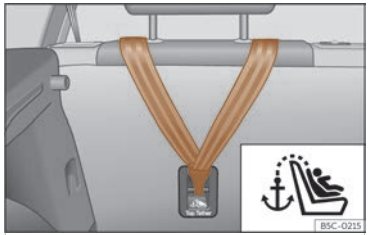
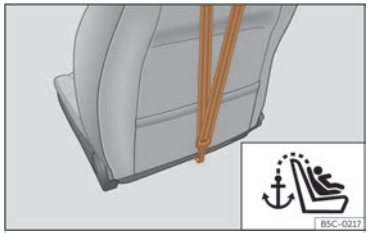

Fig. 40 Rear part of the rear seats: Top Tether belt anchor.
Fig. 41 Rear of front passenger seat backrest: Top Tether belt anchor (not available in all markets/versions).
Child seats with a Top Tether system are fitted with an additional belt for fastening to an anchor point in the vehicle. This anchor point is located on the rear of the rear seat backrest and of the front passenger seat backrest[1] (identified with the symbol) and provides better retention >>> Fig. 40, >>> Fig. 41.
- Slide the belt and secure it properly with the anchor on the rear seat backrest ››› **Fig. 40** , ››› **Fig. 41**.